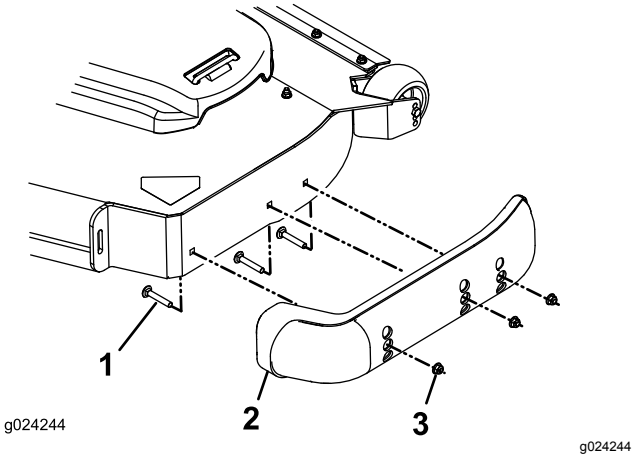

Figur 37
3. Afmonter bræddeboltene og møtrikkerne på hver glider (Figur 37).